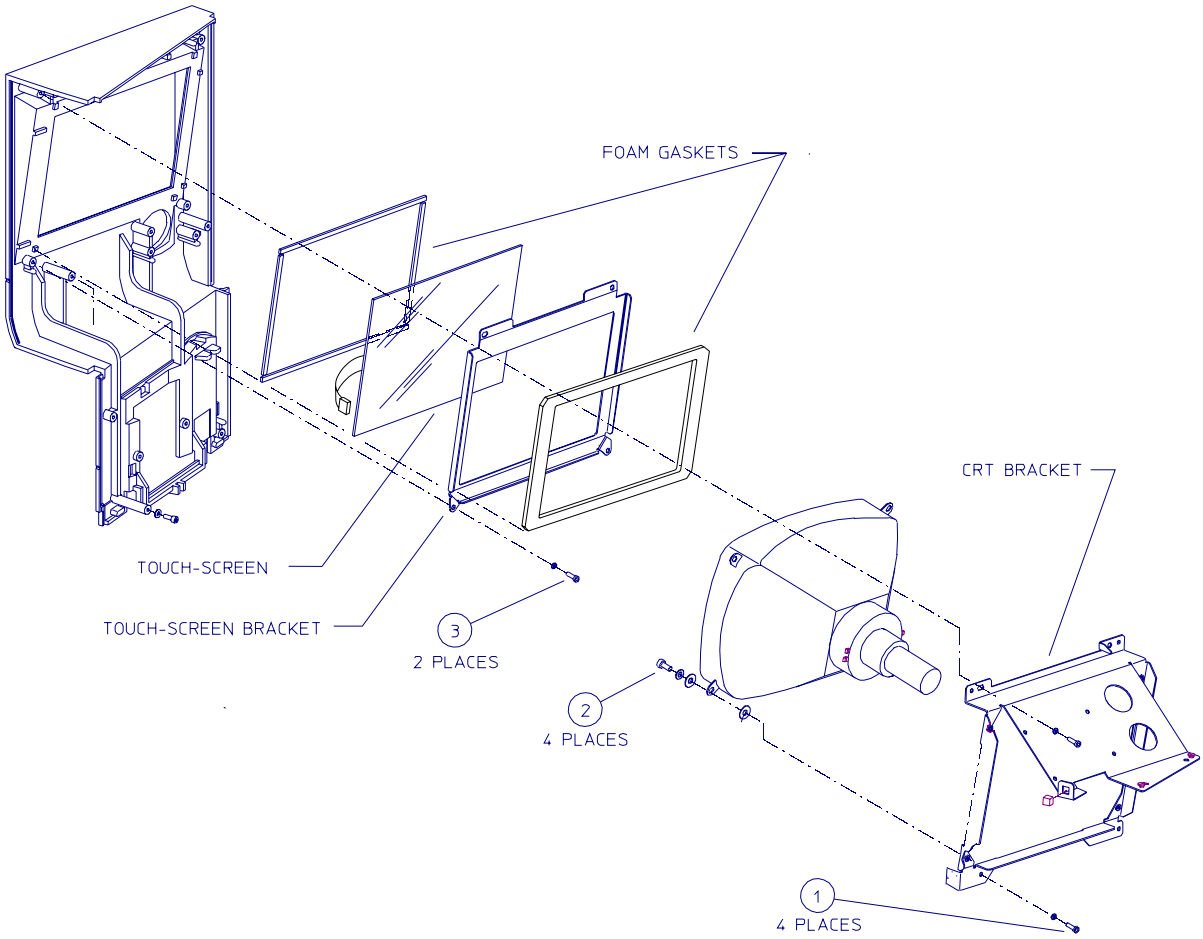

FIGURE 3-4. CRT / Touch Screen Removal
4) Remove the screw (item 1, Figure 3-4) at each corner of the CRT bracket.
6) Remove the four screws (item 2, Figure 3-4) securing the CRT to the bracket. Be careful not to lose the washers, and make note of how many washers are used on each screw. (The washers adjust the mounted position of the CRT.)
3) Remove the screw (item 1, Figure 3-4) at each corner of the CRT bracket.
5) Remove the two screws (item 3, Figure 3-4) holding the touch screen bracket and remove the bracket.